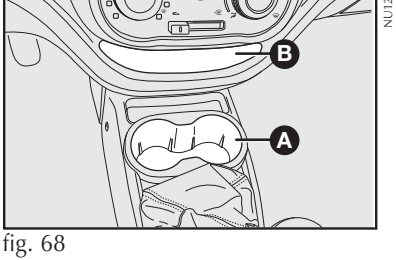
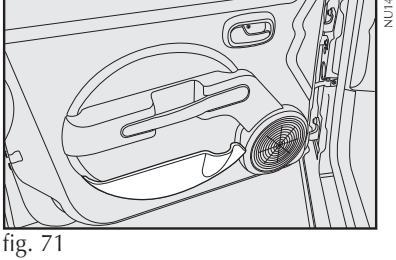
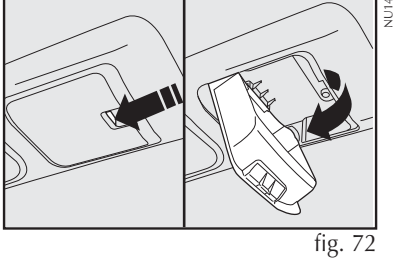

fig. 68
fig. 71
fig. 72
No console central existem duas sedes para colocar, com o veículo parado, copos ou latinhas **A-fig. 68**. Não coloque objetos cuja altura poderia interferir no manuseio da alavanca de câmbios (ex.: garrafas de água).
Em algumas versões, estão disponíveis porta-garrafas localizados nos painéis das portas dianteiras **fig. 71**.
- no painel **B-fig. 68** e **70**, painéis de portas **fig. 71** e no teto do veículo **fig. 72**;